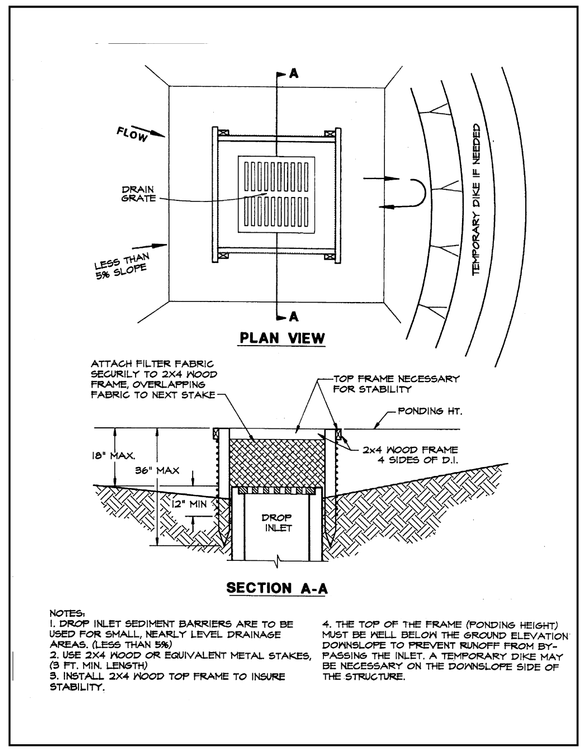

Figure 4.5a. Silt Fence Drop Inlet Sediment Barrier
Where storm drain inlets are to be made operational before permanent stabilization of the disturbed drainage area. Different types of structures are applicable to different conditions (see **Figures 4.5a** through **4.5j**).
4. ***Figures 4.5a** through **4.5j** provide specific design criteria for each particular inlet protection device.*
2. *Stakes shall be 2 x 4 inches (5 x 10 cm) wood (preferred) or equivalent metal with a minimum length of 3 feet (90 cm) (see **Figure 4.5a**).*